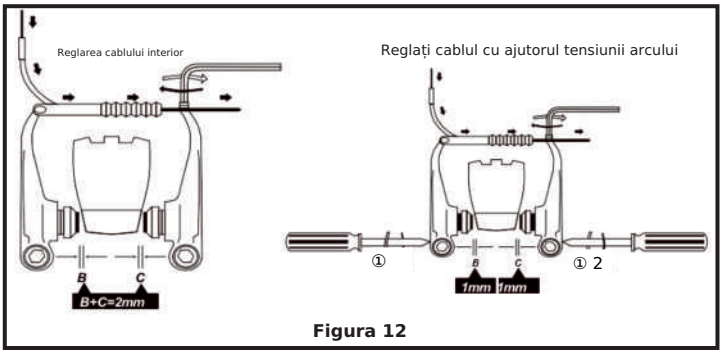

**Figura 12**
**Reglarea frânei V (vezi Figura 12):**